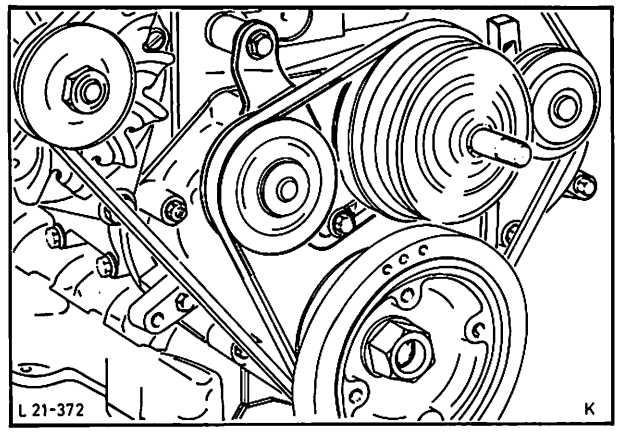

Abb. 152 Spannrolle von Keilriemen – Lüfter
3. Lüfter abbauen (1 Mutter), Spannrolle von Keilriemen – Lüfter lösen (2 Schrauben), Abb. 152, und Keilriemen abnehmen.